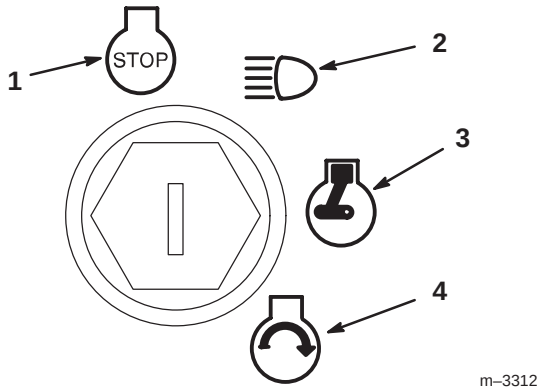

Bild 15
5. Drehen Sie den Zündschlüssel im Uhrzeigersinn auf LAUF (Bild 15). Der Glühkerzen-Leuchtmelder leuchtet auf.
3. Drehen Sie den Zündschlüssel auf STOP (Bild 15).